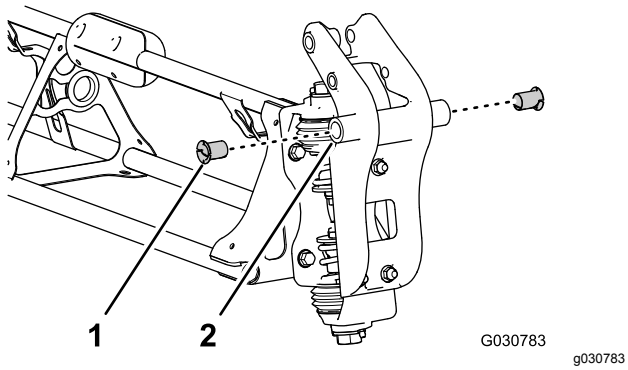

Rysunek 120
2. Włóż poliamidowe tuleje kołnierzowe w otwór 31,8 mm z każdej strony złącza osi obrotu (Rysunek 120).